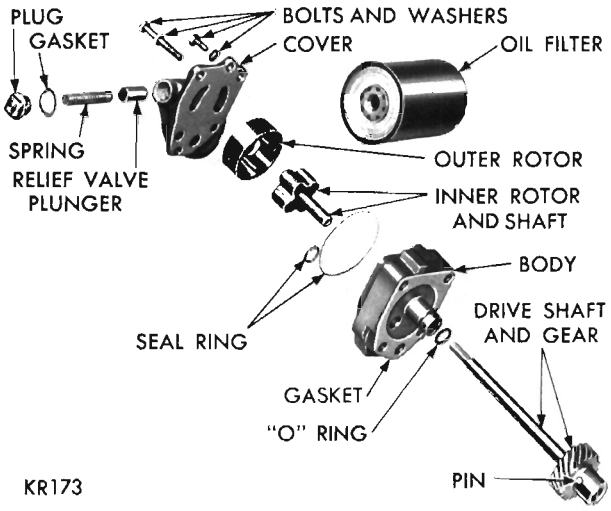

Fig. 55—Oil Pump and Filter Assembly (Disassembled View)
(1) Remove filter base and oil seal ring.
(2) Remove pump rotor and shaft and lift out outer pump rotor.
(3) Remove the oil pressure relief valve plug and lift out the spring and relief valve plunger (Fig. 55).